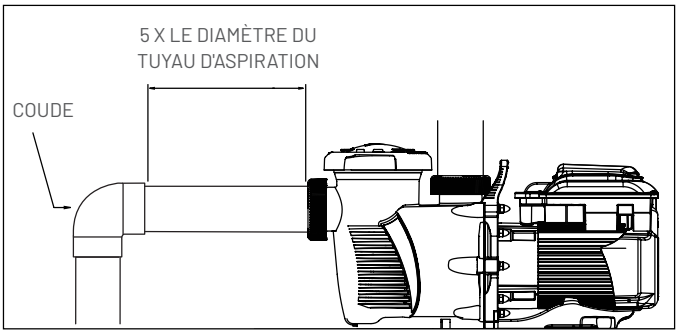

Figure 2 : tuyauterie recommandée
4. Pour la plupart des installations, Pentair recommande d'installer une vanne sur les conduites d'aspiration et de retour afin de pouvoir isoler la pompe pendant les travaux d'entretien courants. Cependant, nous recommandons également qu'une vanne, un coude ou un té installés sur la conduite d'aspiration ne soit pas placé à une distance de l'avant de la pompe inférieure à cinq (5) fois le diamètre de la conduite d'aspiration. Soutenez indépendamment le tuyau près de l'aspiration et du refoulement de la pompe afin de réduire la contrainte exercée sur la pompe. Évitez de trop serrer les raccordements de conduite. Utilisez des produits d'étanchéité pour conduites en plastique. Ne pas utiliser de produits à base de pétrole. La conduite d'aspiration doit absolument être dépourvue de fuites d'air. La conduite d'aspiration devrait avoir la même taille que l'entrée d'aspiration de la pompe. Voir Figure 2.